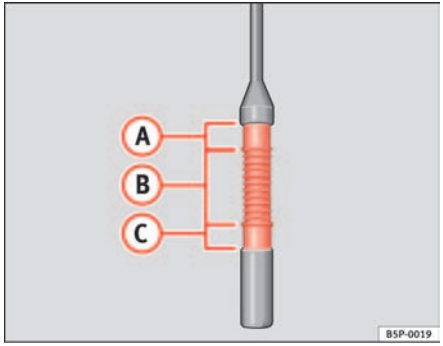

Fig. 159 Engine oil dipstick.
– Pull the dipstick out again and check the oil level ⇒ fig. 159.
If the oil level is in area ⇒ fig. 159 (A), do not top up with oil.